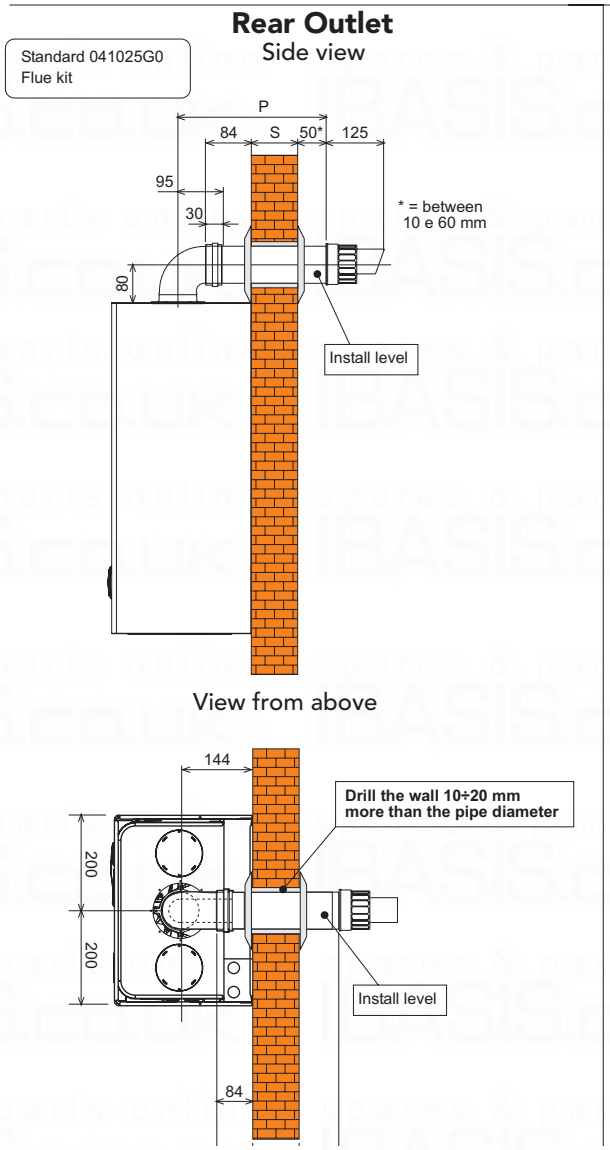

fig. 17a
4. If necessary, cut the terminal length to size, ensuring that the external pipe protrudes from the wall by between 10 and 60 mm (fig. 17a and 17b). Remove the cutting burrs.